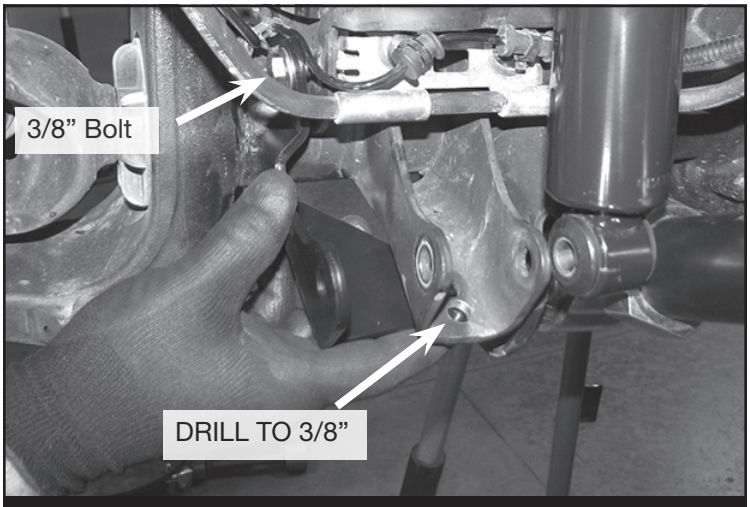

FIGURE 15 - STEP 15
15. Locate FT50619 (Lower driver shock bracket). Loosely install using the supplied 3/8” x 1-1/4” bolt, washer and FT83105 (Nuttab). Using the new bracket as a guide, mark the bottom hole on the lower shock bracket. Remove and drill to 3/8”. **SEE FIGURE 15**